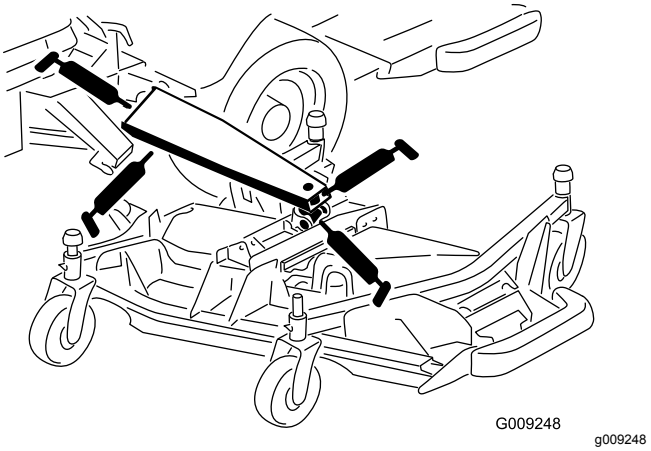

Figuur 92
- 3 lagerbussen van de hoofdhefarm (Figuur 92)
- 1 lagerbus van de hefcilinder (Figuur 92)